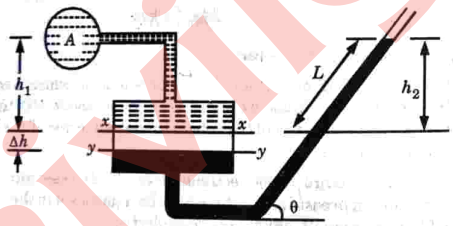

Fig. 1.19.5.
1. Fig. 1.19.5 shows the inclined single column manometer. This manometer is more sensitive.